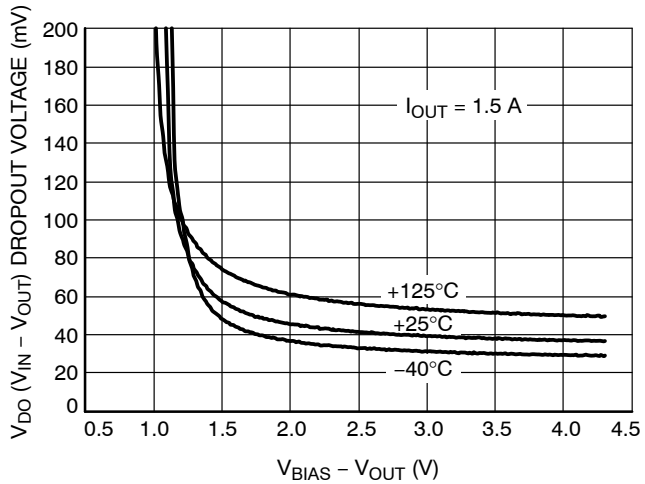

Figure 8. V_{IN} Dropout Voltage vs. (V_{BIAS} − V_{OUT}) and Temperature T_J
3. 3.25 V is a test condition of this device and can be adjusted by referring to Figure 8.